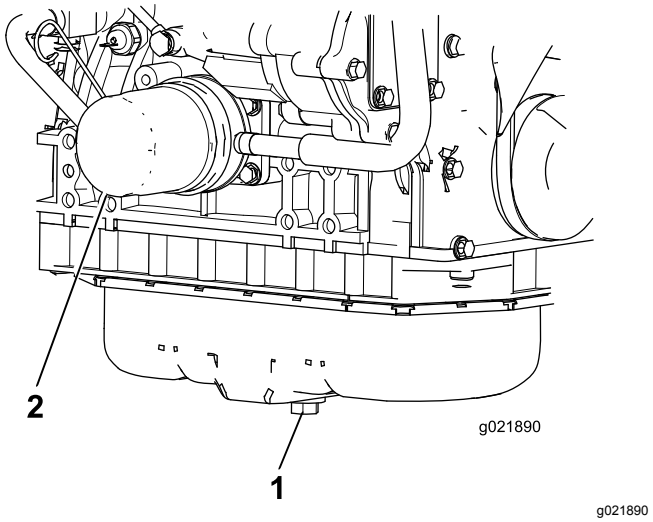

Figur 83
1. Fjern aftapningsproppen, og lad olien flyde over i aftapningsbeholderen (Figur 83).
3. Fjern oliefilteret (Figur 83).